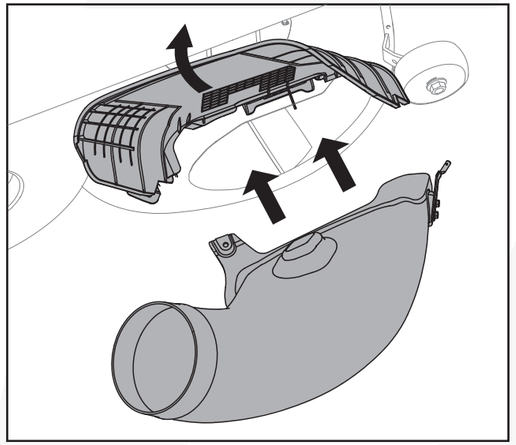

Fig. 11
5.Lift the side discharge chute out of the way. Insert the grass outlet pipe to the deck. (Fig. 11)